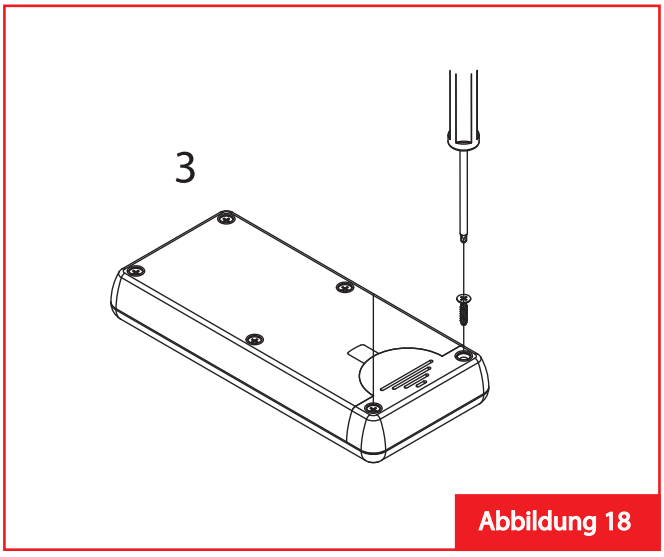

Abbildung 18
3. Die Schrauben wieder aufschrauben und den Deckel auf das Batterie-Gehäuse fixieren (Abbildung 18)